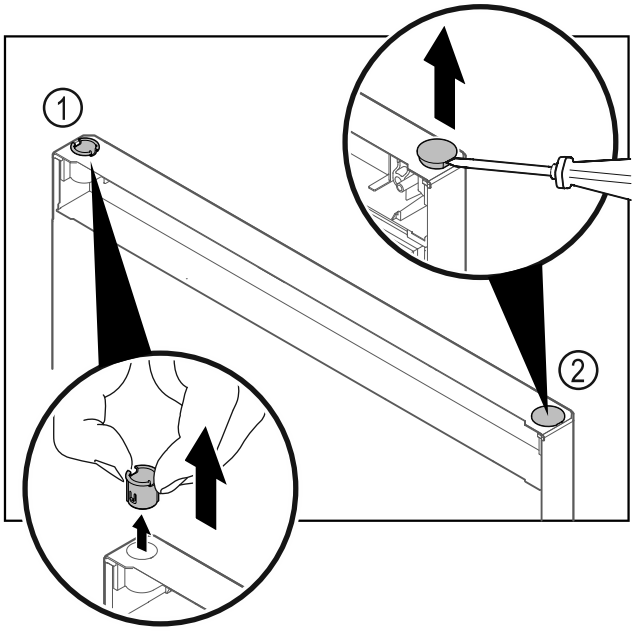

Fig. 11
▶ Extraer el casquillo de bisagra *Fig. 11 (1)* con los dedos.
▶ Levantar cuidadosamente el tapón *Fig. 11 (2)* con un destornillador para tornillos de cabeza ranurada y extraerlo.